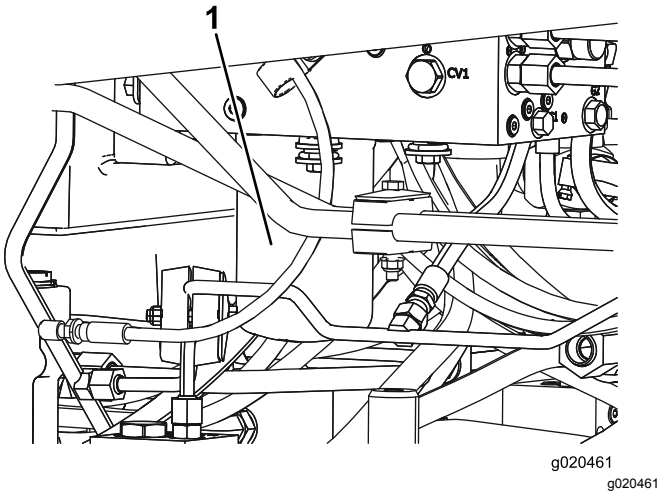

Figuur 100
5. Herhaal deze procedure bij het andere filter (Figuur 100).